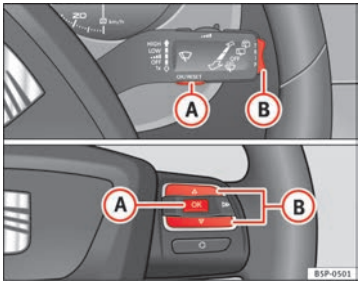

Abb. 43 Wipptasten A und B. Bedienelemente am Lenkrad.
In der Multifunktionsanzeige (MFA) kann durch Betätigen der Wipptaste ⇒Abb. 43 (B) am Scheibenwischerhebel zwischen folgenden Anzeigen gewechselt werden: